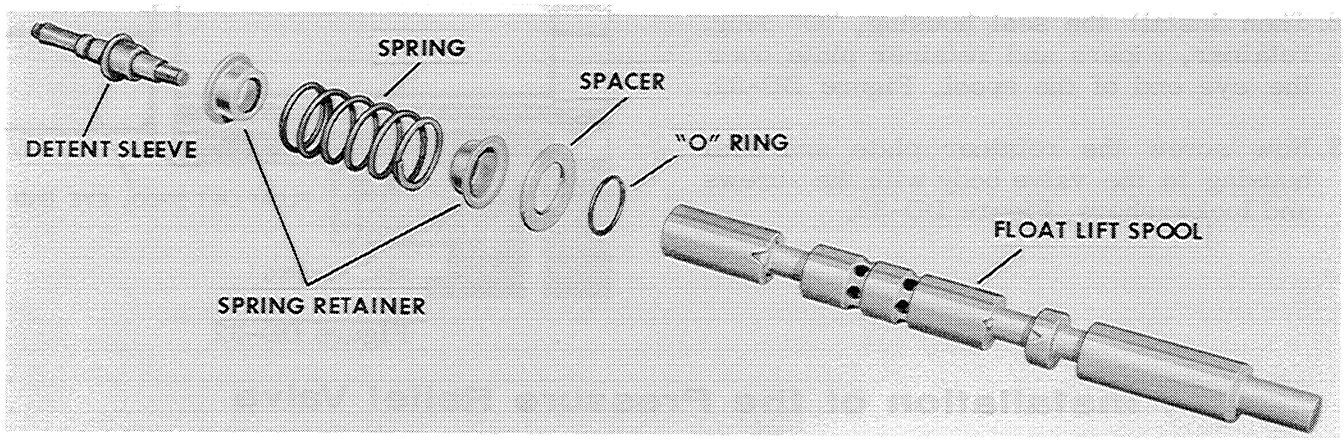

Figure DD-28
1. Assemble the float lift spool by first applying Lock-Tite to either the internal threads in the end of the spool or to the external threads on the detent sleeve. Then install an "O" ring. spacer, spring retainer, spring, spring retainer and detent sleeve onto the end of the spool. Figure DD-28.